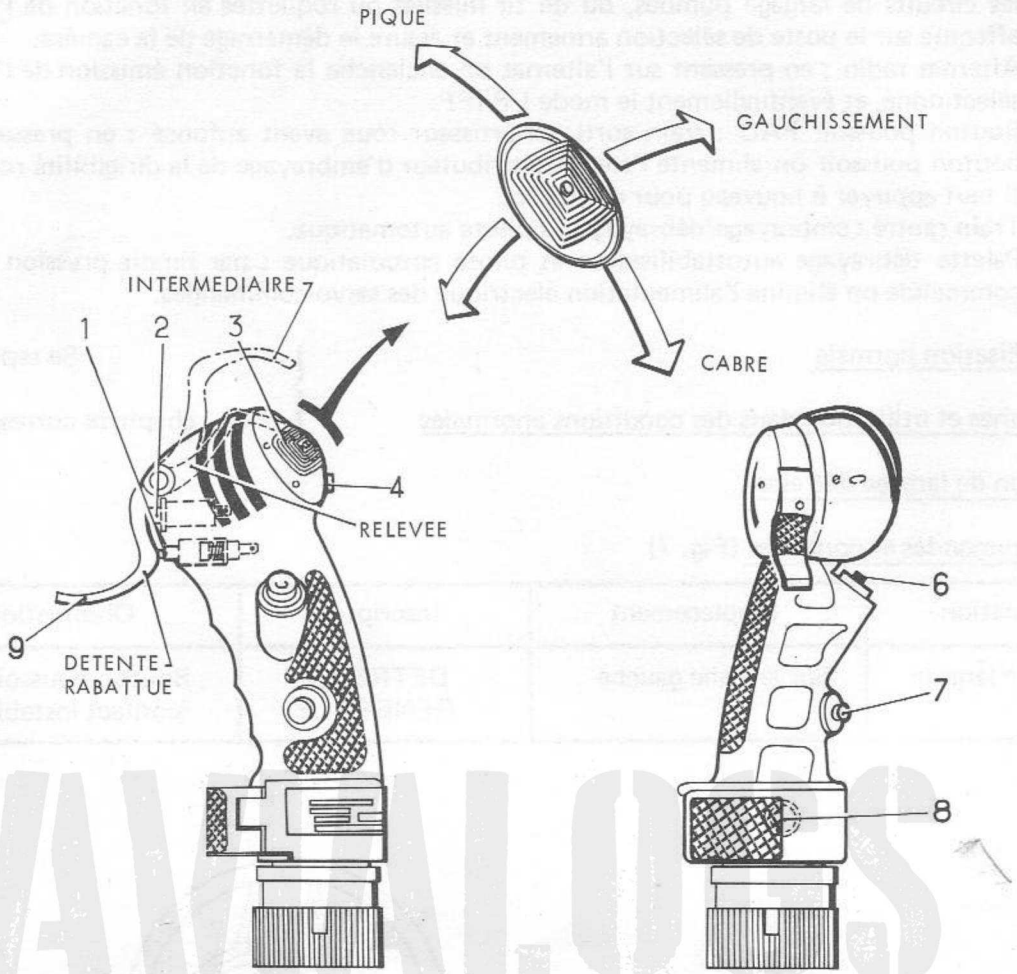

FIGURE 6 - POIGNEE PILOTE
12.4.1 - Commandes et contrôles (Fig. 6)
12.4.2 - Description - Fonctionnement (Fig. 6)